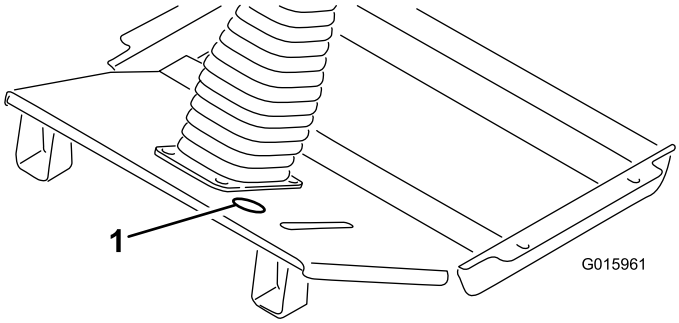

**Figure 3**
1. Remove the knockout plug, located between the brake pedal and the steering column in the floor plate (Figure 3). If the floor plate does not have a knock out plug, proceed to the next step for drilling instructions.